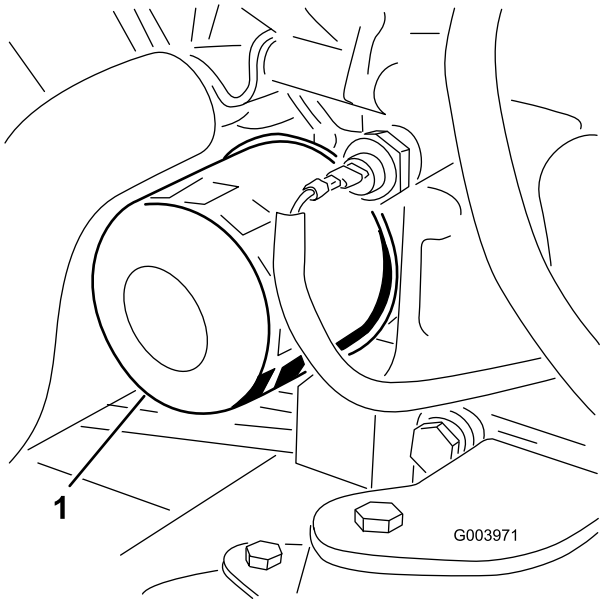

Rysunek 61
3. Wyciągnij filtr oleju (Rysunek 61).